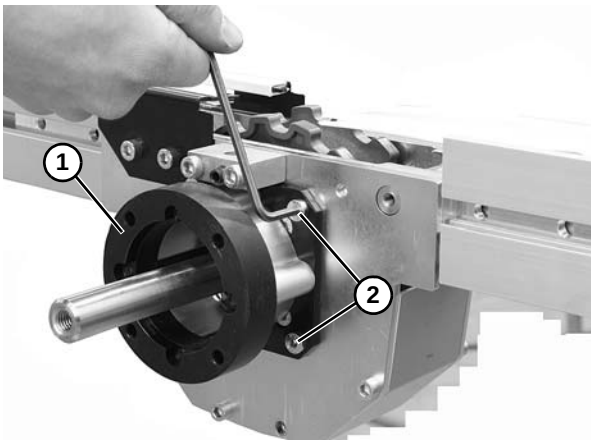

Figure 30
6. Install drive motor mounting plate **(Figure 30, item 1)** using four hex head cap screws **(Figure 30, item 2)**.